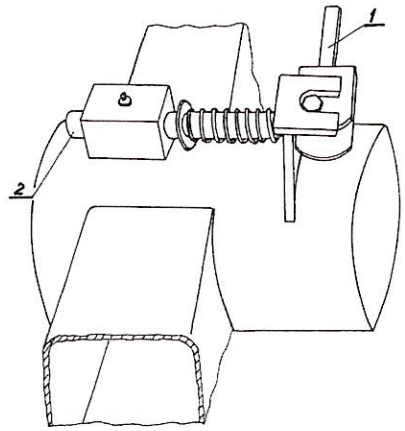

Rys. 9 Blokada transportowa.
* obrócić o 180° dźwignię mimośrodu blokady (poz.**1 Rys.9**) znajdującą się na przodku pługa w celu zwolnienia zatrzasku blokady (poz.**2 Rys.9**);